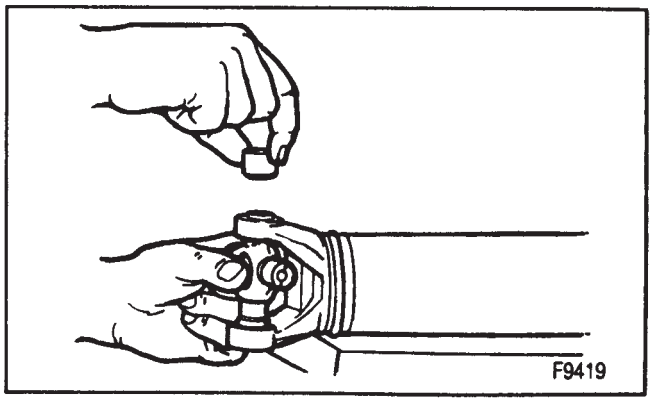

Figure 11—Aligning the Trunnion Between the Bearing Cups
- Press the opposite bearing cup into the yoke ear while working the cross all the time to check for free unbinding movement of the trunnions in the bearing cups (figure 11).